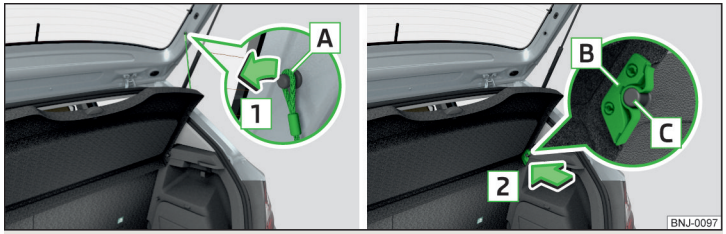

Fig. 91 **Removing the boot cover**
› Unhook the retaining straps A from the flap in the direction of arrow 1 » Fig. 91.
› Position the mounts on the cover B onto the side trim panel via pins C » Fig. 91.
- The holders B on the cover must be resting completely on the pins C on the side panel » Fig. 91.
If the support straps A » Fig. 91 are attached to the boot lid, then the boot cover will raise when the boot is opened.
In the front area, slots B » Fig. 91 *on page 86* on the cover must be fully engaged with the bolts on the side trim. In the back, the cover must be secured at both ends under the latching.